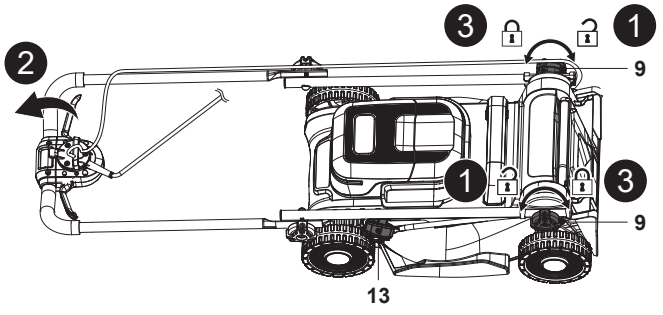

Rys. 20
- Zdemontować kosz na trawę (8) / wkładkę mulczującą (24).
- Ustawić dźwignię regulacji wysokości koszenia (13) w najniższym położeniu.
- Poluzować dwa pokrętła blokujące (9), nie wyjmując ich, a następnie całkowicie złożyć zespół uchwytu (rys. 20, kroki 1, 2).
- Jeśli kosiarka ma być przechowywana w pionie, zabezpieczyć połączenia, obracając oba pokrętła blokujące (9) w celu uniknięcia rozdzielenia się elementów (rys. 20, krok 3).